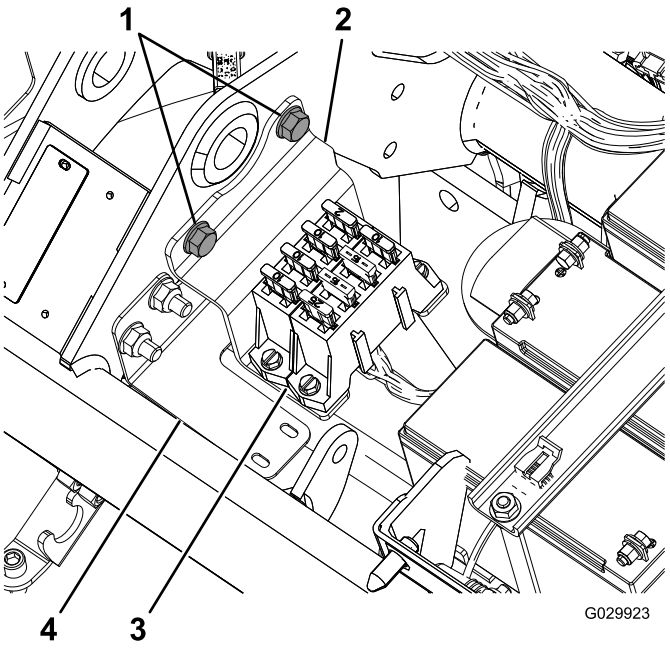

Figur 2
8. Fjern monteringsbeslaget, der fastgør sikringsblokken under sædet (Figur 2).
Bemærk: Følg profilen for ledningsnetbeslaget. Se Figur 2.